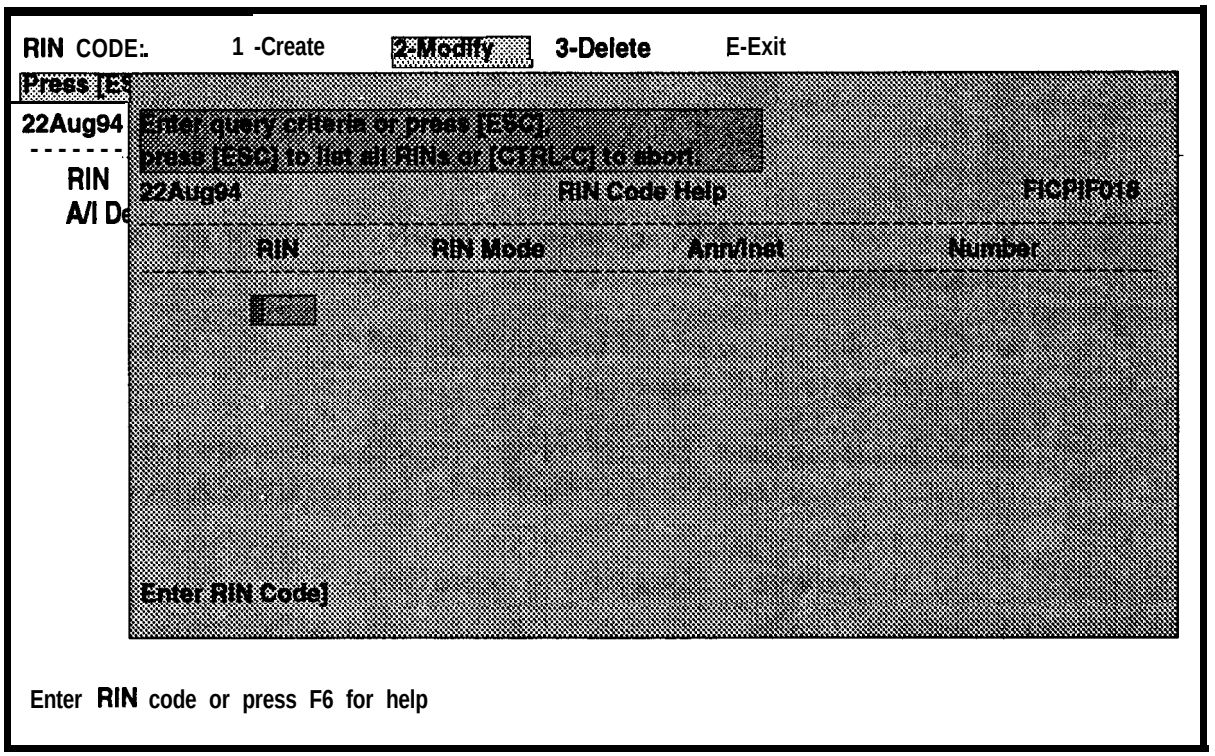

Figure 11-7. RIN Code Help Screen
(2) The second way is to press F6 to display the RIN Code Help window as shown in Figure 11-7 (page 1 l-47).